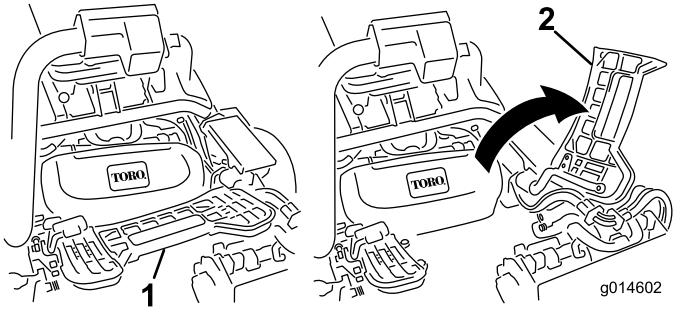

Figuur 12
7. Voor het monteren van het middelste maaidek moet u de voetsteun omhoog klappen zodat u toegang heeft tot de plaats van het middelste maaidek (Figuur 12).